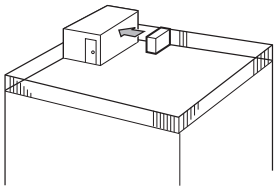

Fig. 3-2
① Richten Sie die Luftaustrittsöffnung mit einem Abstand von etwa 50 cm auf die nächstgelegene Wand aus. (Fig. 3-2)